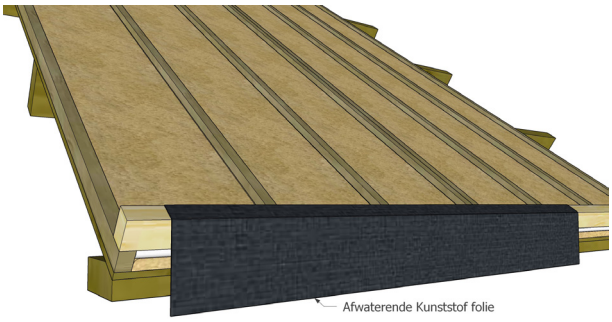

Figuur 8 - Afwaterende kunststof folie
- Voor afwatering over de dakvoet kan op de gemonteerde afschuifregel een afwaterende kunststof folie worden aangebracht (zie figuur 8).